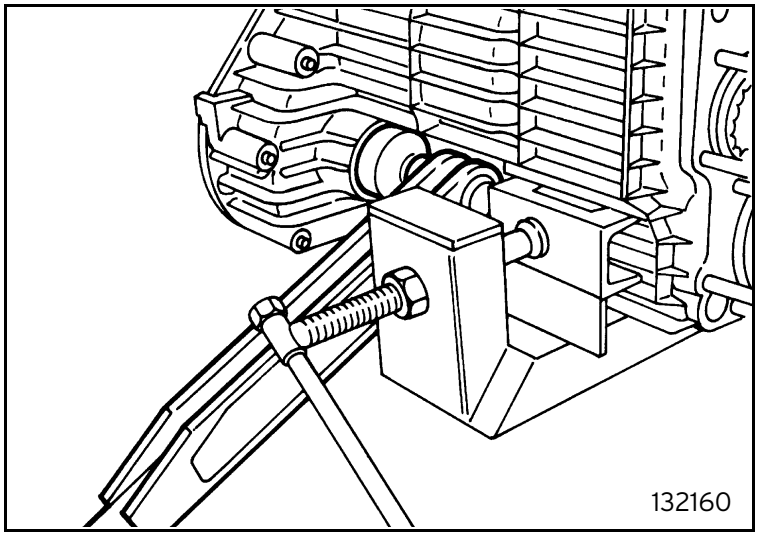

Fig. 61
- using tool 962495025 tighten the transmission shaft securing nut and lock it (figure 61) to the specified torque;